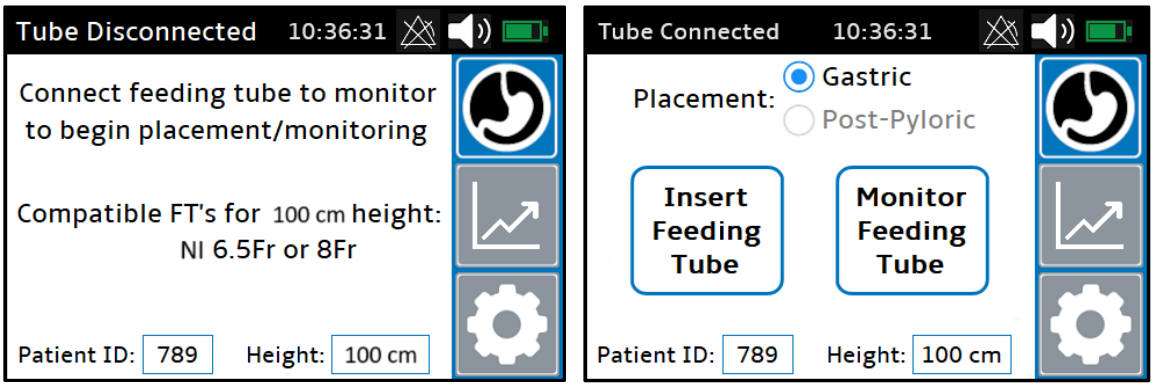
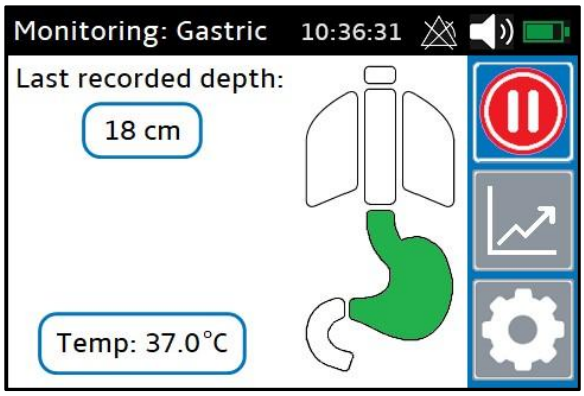

Figure 4: Feeding Tube Selection (left) and Placement Mode Selection (right)
Figure 18: Gastric Monitoring Mode
MRN/Patient ID is not required for monitor operation, but an appropriate value may be entered for patients if desired. To edit this field, tap on the blue (--) box then use the keypad to enter a number (up to 3 digits max). Tap OK when finished, then the Feeding Tube/Placement Mode Selection screen will be shown (Figure 4).
If the feeding tube is not already connected to the monitor, a range of compatible feeding tube sizes will be indicated as shown in Figure 4 (left side):
Plug a compatible feeding tube into the monitor and the Placement Mode selection screen will be shown (Figure 4, right side). "Tube Connected" will be displayed in the top Status bar. If a feeding tube that is incompatible with the patient's height is connected, the monitor will notify the user to plug in a compatible feeding tube or edit the Patient Height before proceeding.
Monitoring mode (Figure 18) is reached by following the above guided insertion procedure or by pressing the "Monitor Feeding Tube" option from the Placement Mode Selection screen (Figure 4). Note: If the feeding tube is not detected in-body when the "Monitor Feeding Tube" button is pressed, the monitor will prompt the user to select the "Insert Feeding Tube" option instead.
- Depth display/update. The most recently confirmed feeding tube depth is shown at the top of the Monitoring screen (Figure 18); the user can update this depth and/or switch between Gastric vs Post-Pyloric Monitoring mode by following the instructions on the ensuing screen.
- Gastrointestinal temperature monitoring. The current temperature is displayed in the Monitoring screen (Figure 18) and historical temperature plots are available in the Graph screen.
The monitor processes data from several temperature sensors located along the feeding tube to continuously update the temperature value displayed on the Monitoring screen (Figure 18) and